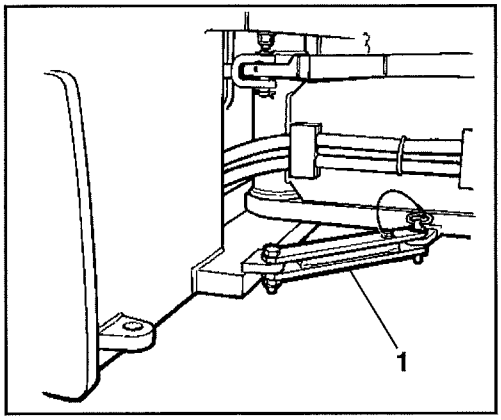

Fig. 27 ***Lado esquerdo da articulação***
Para evitar viragem, tranque o mecanismo da direcção antes de elevar o cilindro (ver fig. 27). Vire o volante de forma a que a máquina esteja preparada para andar em frente, mova o braço da tranca (1) para fora e coloque a cavilha da tranca (2) através do chassis e do braço da tranca.